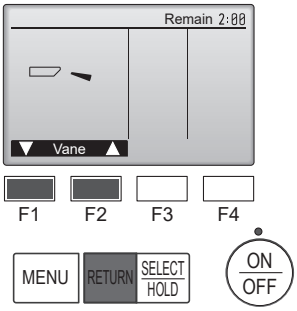

Fig. 7-4
② Press the [SELECT/HOLD] button to display the Vane operation screen, and then press the [F1] and [F2] buttons to check the auto vane. (Fig. 7-4)